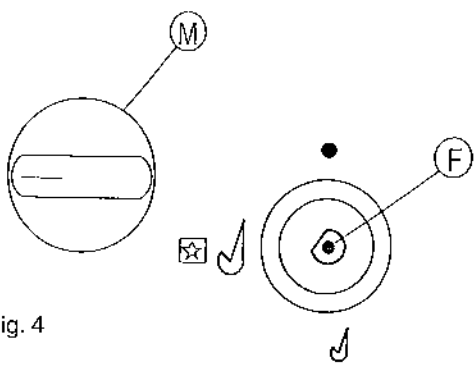

Fig. 4
3.6 Réglage du débit minimum (figure 4)